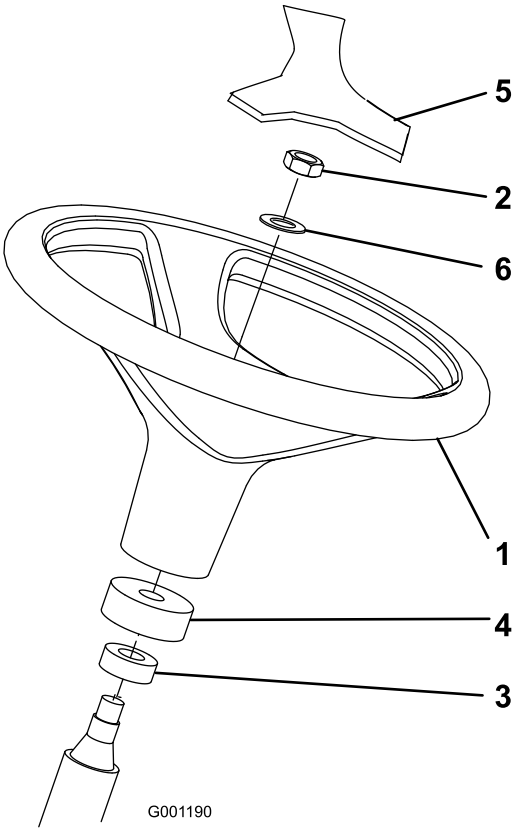

Figur 3
1. Lossa ratten från leveransplattformen (Figur 3).
Obs: Kontrollera att skumstoppringen och dammskyddet sitter på styraxeln (Figur 3).
3. Skjut på ratten och brickan på styraxeln (Figur 3).
5. Montera skyddet på ratten (Figur 3).